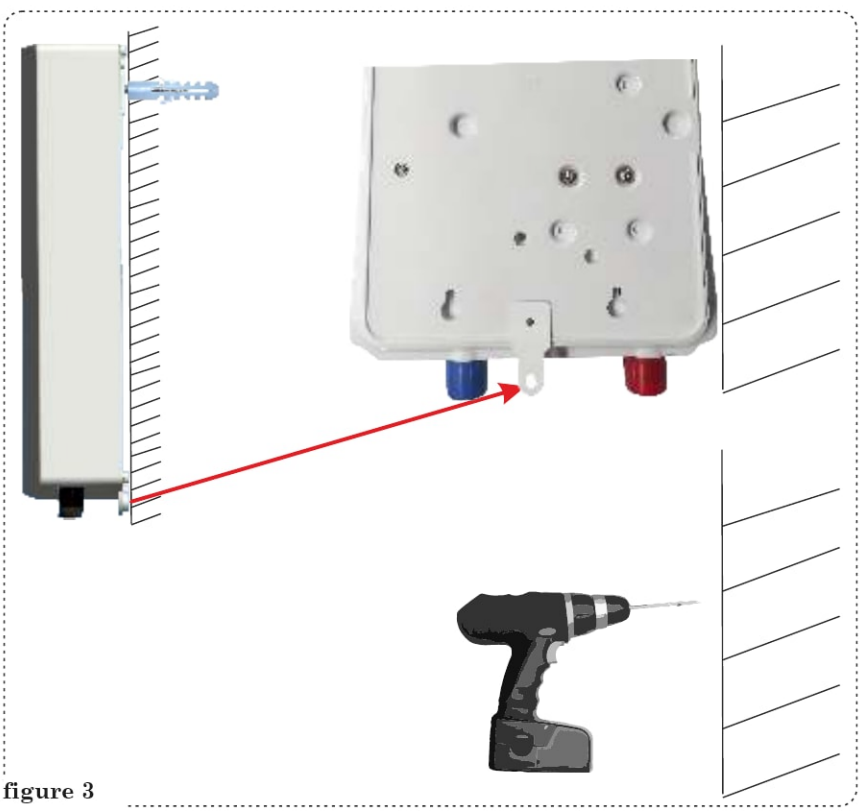

figure 3
4) Hang the appliance and mark the point where you must drill to fix the screw from the bottom of the appliance. Take the appliance down again and drill (Ø6 hole) at the point you marked (**figure 3**).